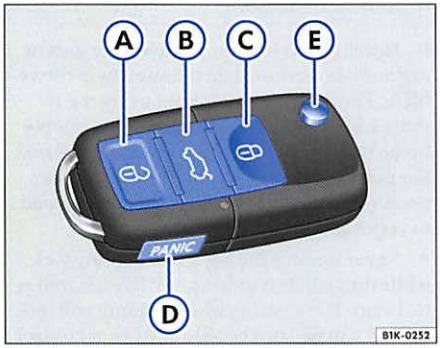

Fig. 25 Assignment of buttons on the remote control key
– Press the ⇒ fig. 25 button on the remote control key to unlock all the doors and the rear lid.
The remote control transmitter and the batteries are inside the key fob. The receiver is inside the vehicle. The maximum range of the remote control depends on various conditions. The range is shorter when the batteries are weak ⇒ fig. 25.
- Individual door opening can be programmed through the Convenience menu ⇒ page 16 or by your authorized Volkswagen dealer or qualified workshop. Press the button once to unlock just the drivers's door ⇒ page 28, fig. 25. Press the button a second time to unlock all the doors and the rear lid.